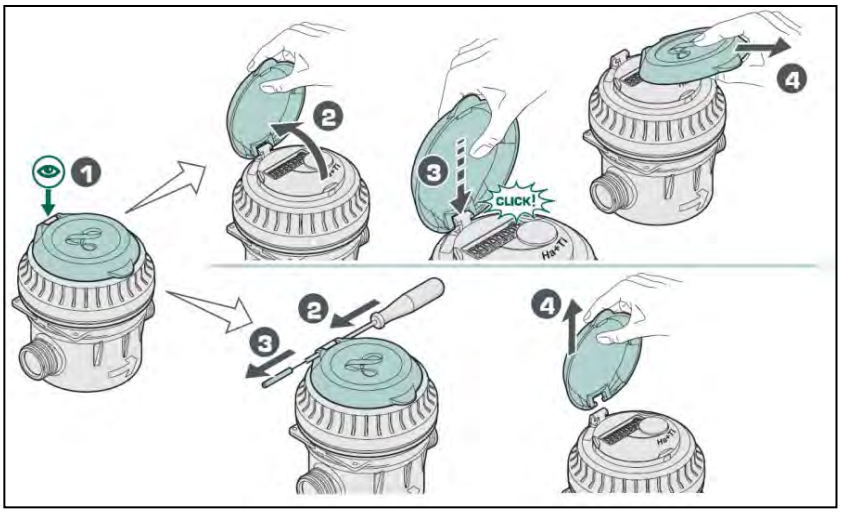

Abb. 5
- Falls am Zähler ein Deckel vorhanden ist, diesen durch Herausschieben des Scharnierbolzens entfernen (Abb. 5). Falls der Deckel kein Metallscharnier besitzt, diesen direkt mit der Hand abnehmen.